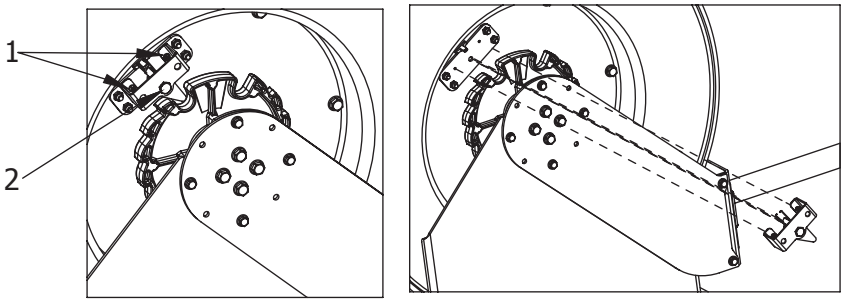

Рис. 6
1. При полностью размотанном шланге на бобине и соприкосновении стопора с роликами снять винты (1) (рис. 6).
2. Открутить вал храпового механизма (2) и снять храповой механизм в сборе.